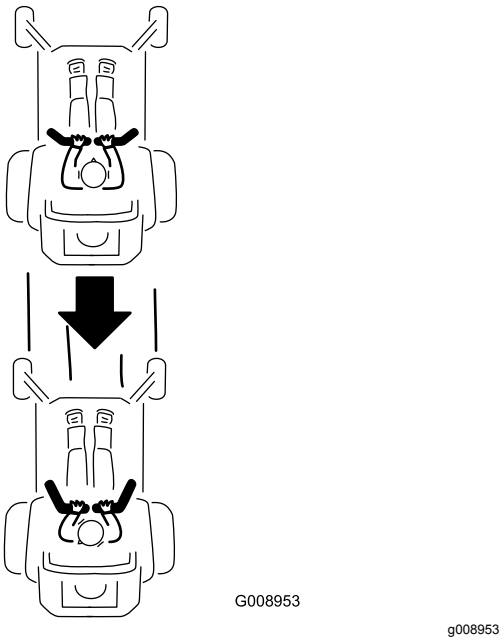

Figure 29
2. Pour vous déplacer en marche arrière, tirez lentement les leviers en arrière (Figure 29).